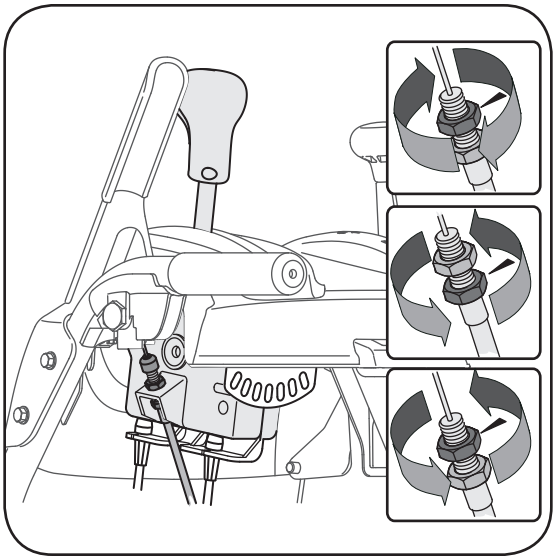

Figure 5-2
2. Ajustez également des deux côtés en réglant les deux câbles de chaque pair. Voir la Figure 5-2.